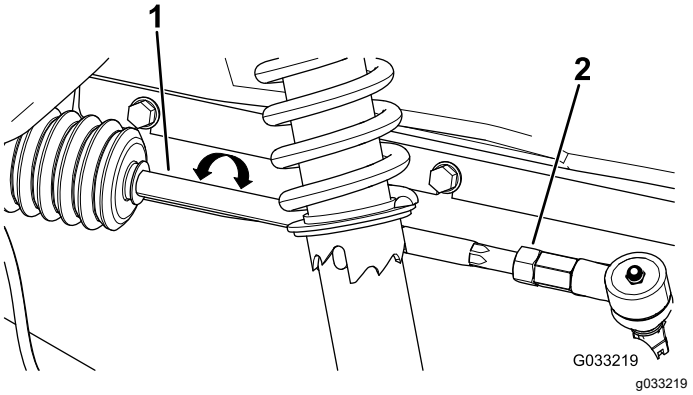

Figuur 60
4. Als deze afstand buiten het bereik van 0 tot 6 mm valt, moet u de contramoeren aan het uiteinde van de spoorstangen losdraaien (Figuur 60).